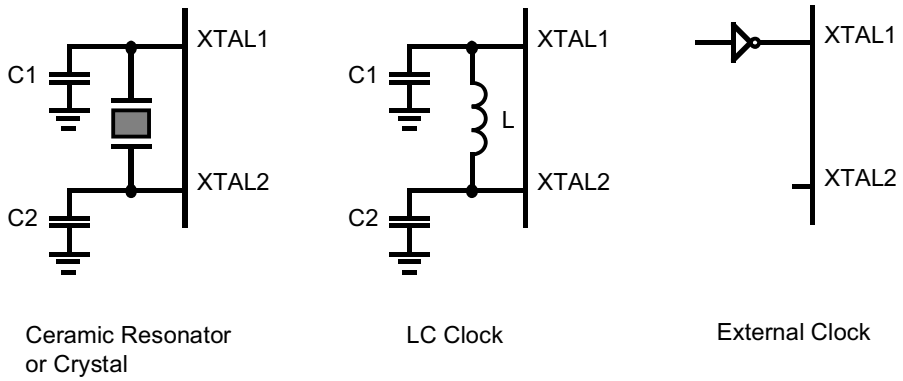

Figure 24. Oscillator Configuration
Clock. The Z86C61/62/96 on-chip oscillator has a high-gain, parallel-resonant amplifier for connection to a crystal, LC, ceramic resonator, or any suitable external clock source (XTAL1 = Input, XTAL2 = Output). The crystal should be AT cut, 1 MHz to 20 MHz max, and series resistance (RS) is less than or equal to 100 Ohms. The crystal should be connected across XTAL1 and XTAL2 using the recommended capacitors (10 pF < CL < 100 pF) from each pin to device ground (Figure 24).